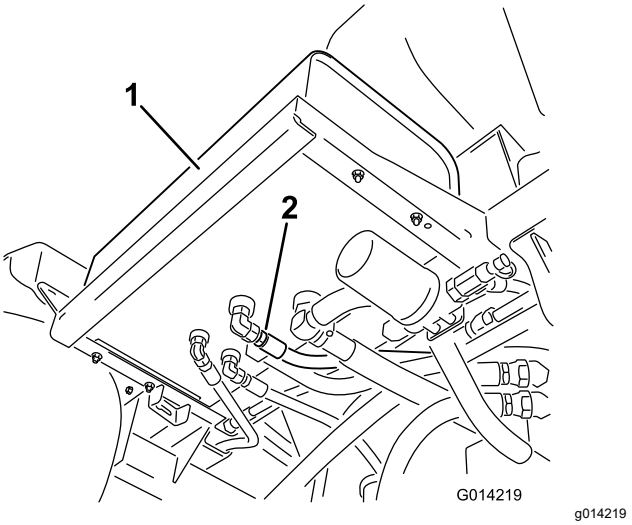

図 111
2. 油圧オイルタンクの底面についている油圧ホースフィッティングの周辺をきれいに拭く図 111。
4. ホースのフィッティングをタンクから外してオイルを容器に受ける図 111。